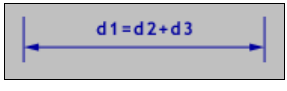

Рис. 7.14. Формат **Имя и выражение**
- **Имя и выражение** (Name and Expression) (рис. 7.14).